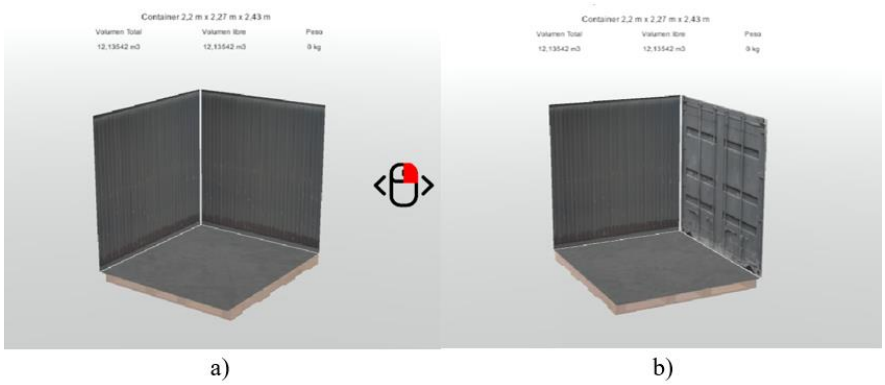

Figura 11. Rotación del espacio de carga
- Rotación del espacio de carga: para poder observar el espacio de carga desde diferentes ángulos, usted deberá hacer clic derecho en el ratón y mantenerlo presionado; al desplazar el ratón en cualquiera de los sentidos (derecha, izquierda, arriba o abajo) la cámara rotará en sentido contrario sobre el espacio de carga. Un ejemplo se puede visualizar en la Figura 11, donde al hacer clic derecho, manteniendo presionado el ratón y desplazándolo a la derecha, el espacio de carga rotará hacia la izquierda.